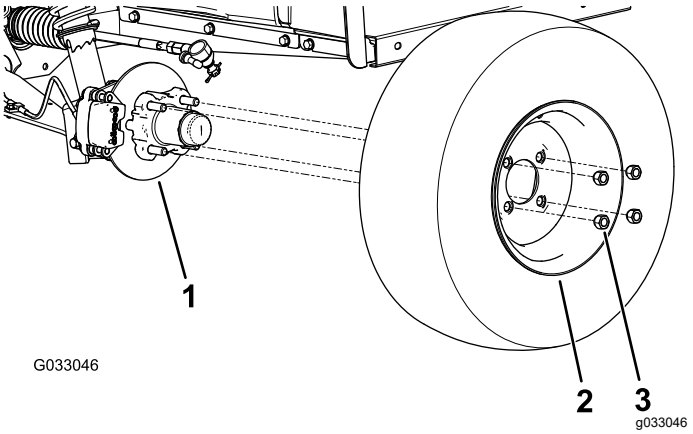

Rysunek 31
2. Odkręć 4 nakrętki kół mocujących koło do piasty (Rysunek 31).
4. Ustaw otwory w kole równo z kołkami piasty i załóż koło na piastę z zaworem skierowanym do góry (Rysunek 31).
5. Zamocuj koło do piasty za pomocą nakrętek do kół (Rysunek 31).